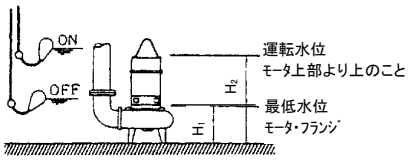

図 3
8) 非自動形ﾎﾟﾝﾌﾟ(DV型)は、ﾌﾛｰﾄによる自動運転装置が内蔵されていませんので、ﾎﾟﾝﾌﾟ運転水位には十分注意してください。なお運転可能な最低水位付近で 10 分以上の連続運転で使用しますと、電動機内蔵のｵｰﾄｶｯﾄが作動しますのでご注意ください。ﾎﾟﾝﾌﾟの空運転がないように図3の如く、必ず自動運転装置を設け水位設定を願います。